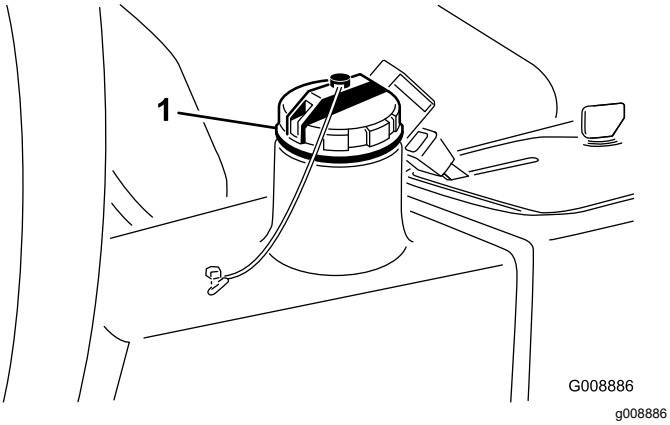

**Figure 81**
4. Versez environ 13,2 litres de liquide hydraulique dans le réservoir (Figure 81) ; voir Contrôle du système hydraulique (page 27).